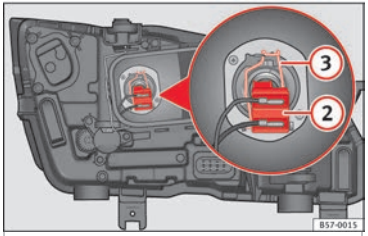

Fig. 103 In the engine compartment: dipped beam headlight.
3. Remove connector ››› **Fig. 103** (2) from the bulb.
4. Unclip the retainer spring ››› **Fig. 103** (3) pressing clockwise and inwards.